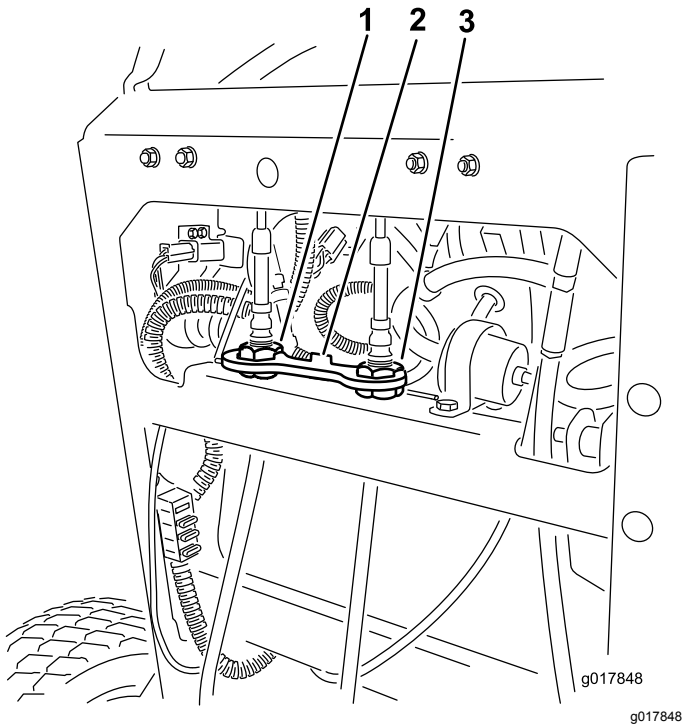

Bild 55
4. Drehen Sie die rechte Kabeleinstellung so, dass der rechte Fahrantriebshebel in der Mittel des Schlitzes für die arretierte Neutral-Stellung am Armaturenbrett ist (Bild 55).